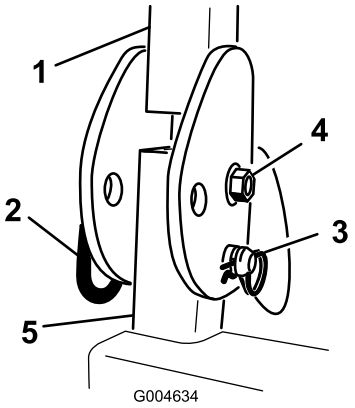

Figuur 4
1. Maak de R-pennen los en verwijder de 2 pennen van de rolbeugel (Figuur 4).
2. Klap de rolbeugel omhoog, plaats de 2 pennen en zet deze vast met de R-pennen (Figuur 4).